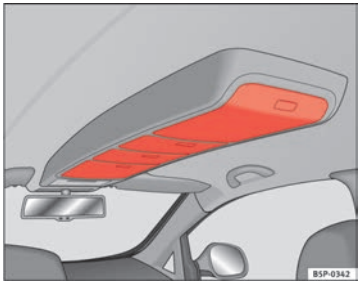

Fig. 106 Roof storage compartments
– Press the button on the cover to open these compartments ⇒ fig. 106. The cover will then open.